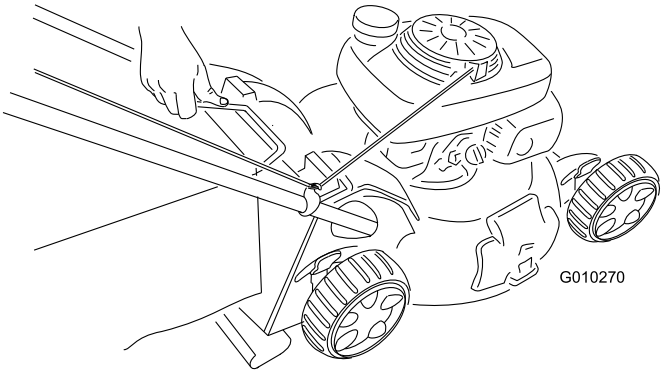

**Figur 31**
2. Løft græsposens håndtag ud af rillerne øverst på maskinen og fjern posen fra maskinen (Figur 31).